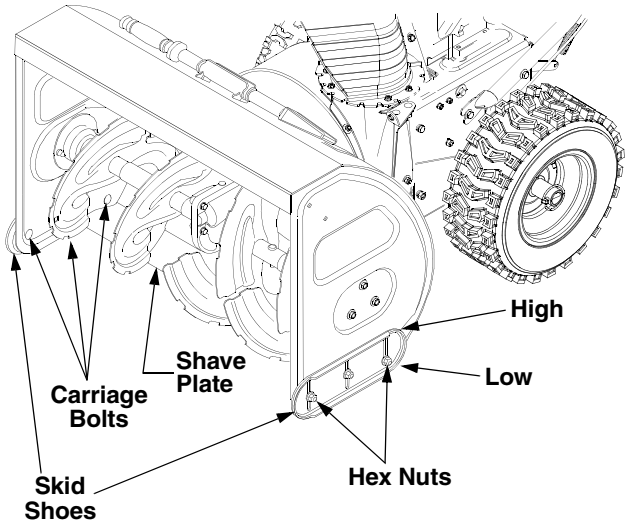

Figure 13
Adjust skid shoes as follows (Refer to Figure 13):
- Remove the six carriage bolts, hex nuts, and bell washers that secure the two skid shoes to the sides of the auger housing. Refer to Figure 13.